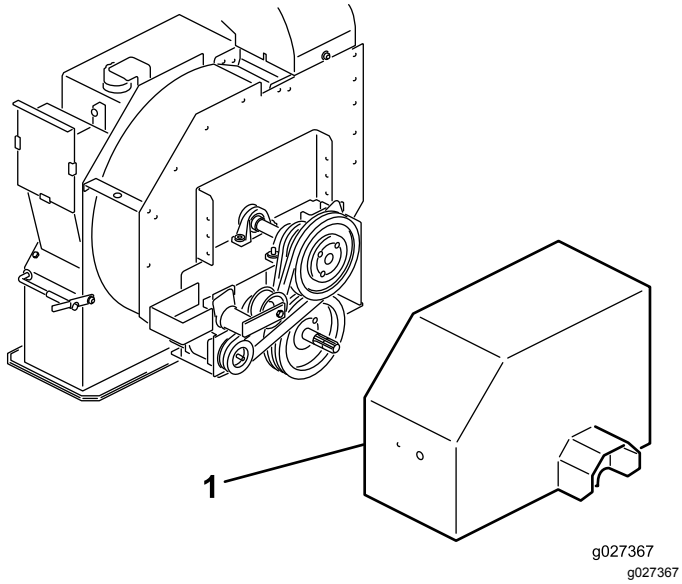

Figur 12
1. Ta bort drivskyddet som sitter över remskiveenheterna (Figur 12).
1. Lossa de skruvar och muttrar som håller fast drivskyddet på impellerhuset (Figur 12) och ta bort skyddet.
2. På baksidan av ramen lossar du bulten som håller fast remspännaren på ramen (Figur 12).